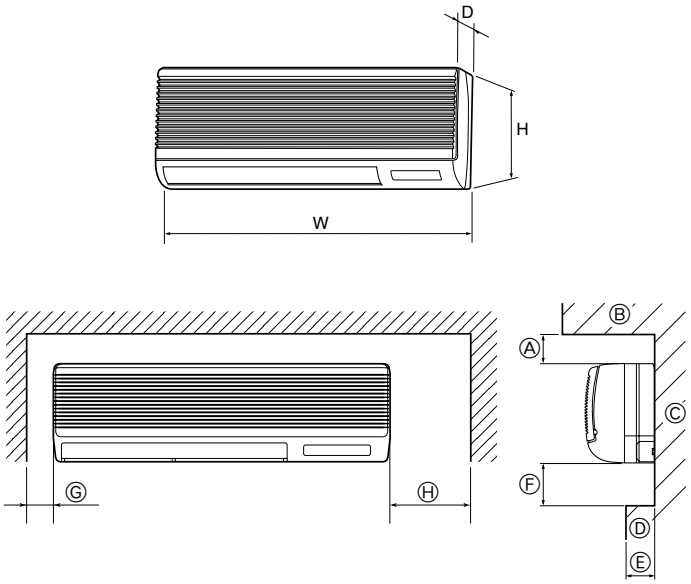

Fig. 2-1
①	Wandbefestigungsklammer	1	Auf der Rückseite der Anlage anbringen.
②	Blechschraube 4 × 35	12	In verpackungsmaterial.
③	Filzband	3
④	Rohrabdeckung	1
⑤	Band	3
⑥	Konusmutter 3/8 F P50	1
⑦	Konusmutter 5/8 F P50	1
2.1. Außenabmessungen (Fig. 2-1)